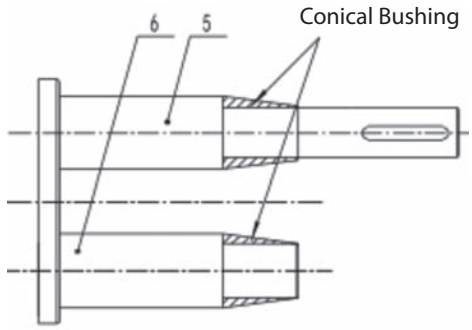

FIGURE 7
ATTENTION: In order to facilitate the assembly of the oil seal (104) and avoid damage during assembly, S Series suggests the conical installation bushing for oil seal (see Figure 7), to achieve the gradual transition from a small diameter to a bigger diameter.
According to Figure 7, install conical installation bushing for oil seal, tighten front bearing housing unit (02) and gasket (22) to pump casing (01) with stud screw (117), flat washer (119), nut (118), and then remove conical installation bushing for oil seal.